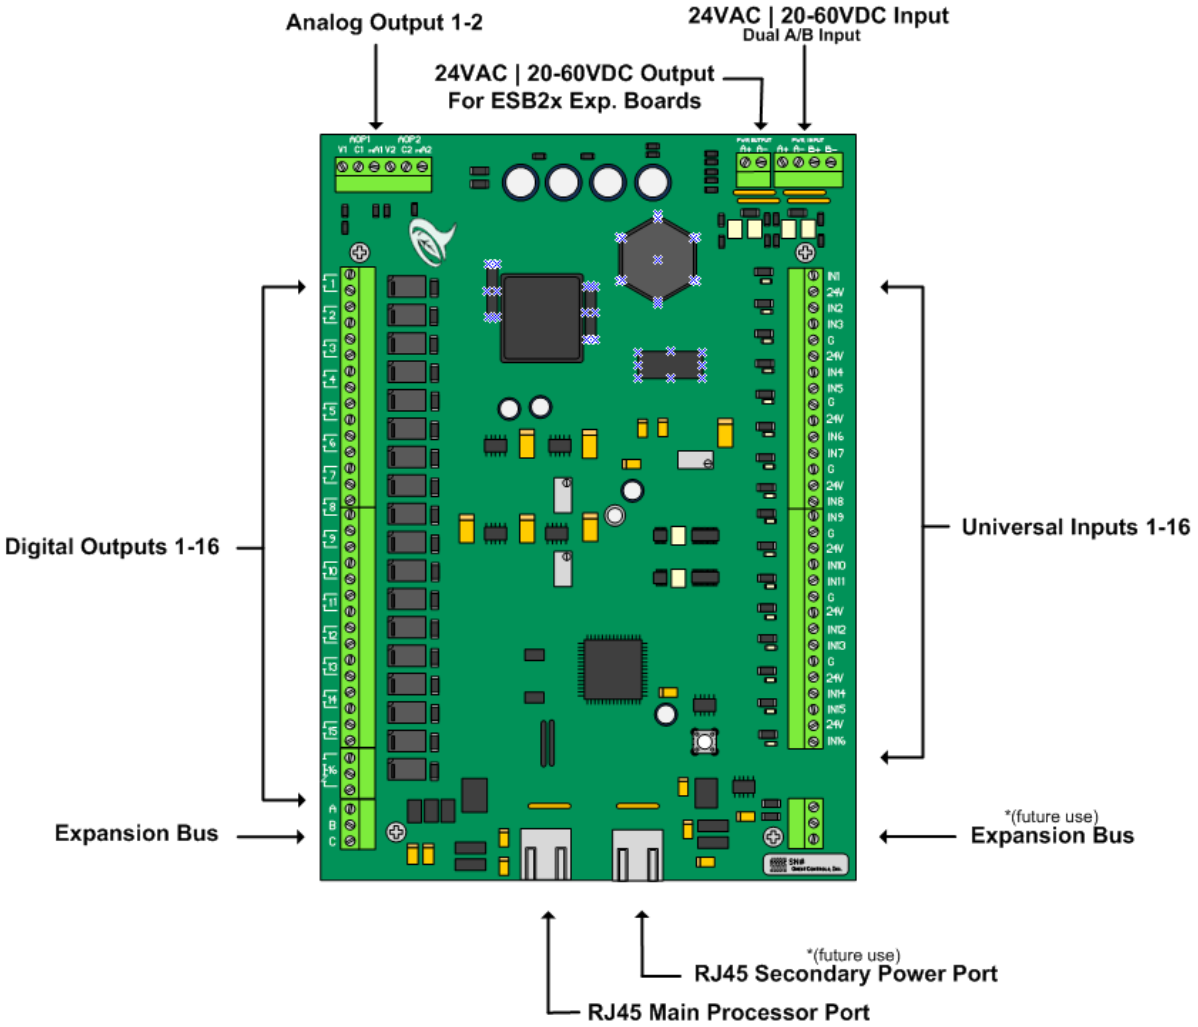

Figure 8 Location of Input, Outputs, and Peripheral Connectors
The TELSEC ESB2 logic board includes 16 universal inputs located on the right side of the board, as shown in Figure 8 Location of Input, Outputs, and Peripheral Connectors. The logic board has 24VDC source voltage terminals available for powering sensors and/or sensing voltage for contact closures.
Sixteen (16) normally open contacts are located on the left side of the TELSEC ESB2 logic board, shown in Figure 8 Location of Input, Outputs, and Peripheral Connectors. Fifteen (15) of the contacts (#1 thru #15) are available for controlling low voltage pilot duty relays using Class 2 wiring. Output #16 has both normally open and normally closed contacts. All relays are rated for 1 amp at 30V AC or DC, refer to Table 2 for additional rating specs.
There are two analog outputs on the upper left corner of the TELSEC ESB2 board, shown in Figure 8 Location of Input, Outputs, and Peripheral Connectors, labeled AOP1 and AOP2. Each analog output has terminals for providing 0-10 VDC output or 4-20 mA output. These outputs are typically used for controlling dampers, actuators and variable speed drives.